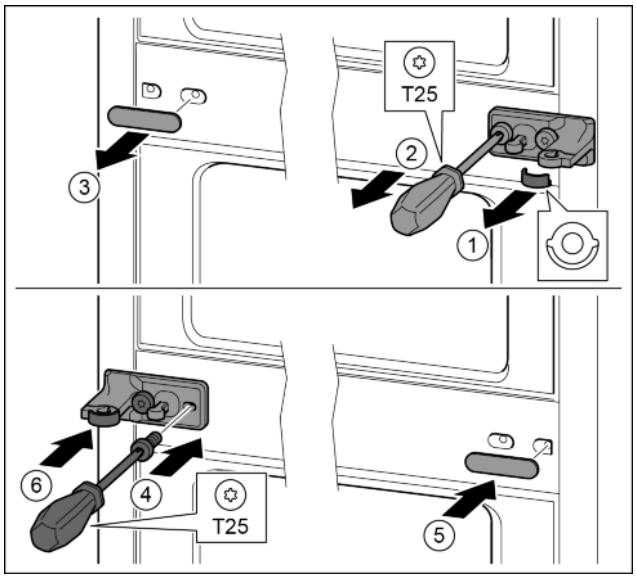

Fig. 29
▶ Remove the washer. *Fig. 29 (1)*
▶ Remove the screws with the T25 screwdriver. *Fig. 29 (2)*
▶ Remove the cover carefully. *Fig. 29 (3)*
▶ Screw the bearing bracket and the film rotated 180° firmly onto the other side. *Fig. 29 (4)*
▶ Attach the cover rotated 180° onto the other side. *Fig. 29 (5)*
▶ Push the washer in from the front. *Fig. 29 (6)*